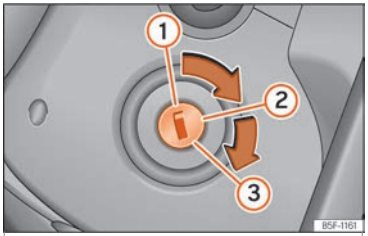

Abb. 238 Positionen des Zündschlüssels
Positionen des Schlüssels ››› **Abb. 238**
- Drehen Sie den Zündschlüssel in Stellung ››› **Abb. 238** ②. Dieselfahrzeuge werden vorgeglüht ➿.
- Drehen Sie den Zündschlüssel weiter in die Stellung ››› **Abb. 238** ③ ohne Gas zu geben.
- Wenn der Motor anspringt, Zündschlüssel loslassen. Beim Loslassen geht der Fahrzeugschlüssel in die Position ② zurück.
- *Fahrzeuge mit Zündschloss:* Drehen Sie den Zündschlüssel in Stellung ››› **Abb. 238** (1).